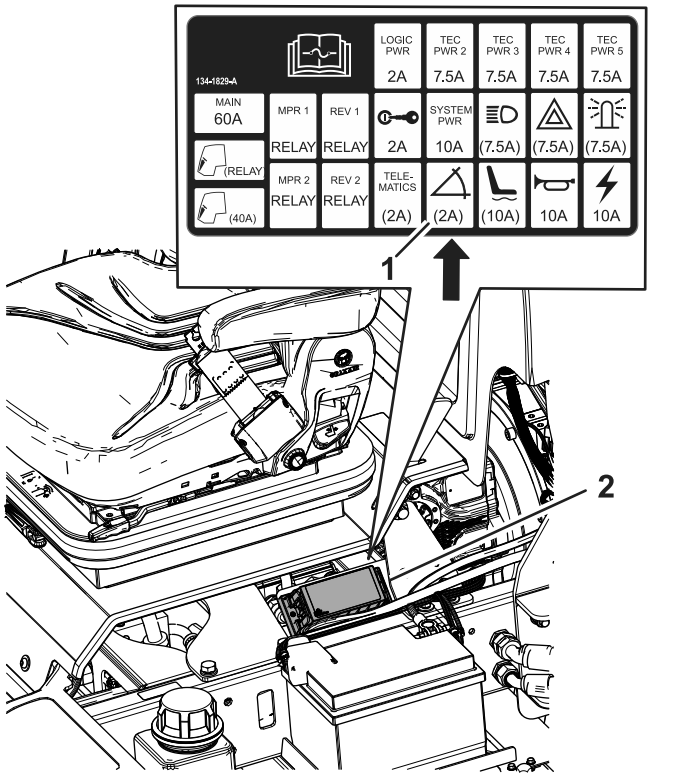

Figure 4
4. Déposez le couvercle du porte-fusibles et installez le fusible à l'emplacement indiqué à la Figure 4.